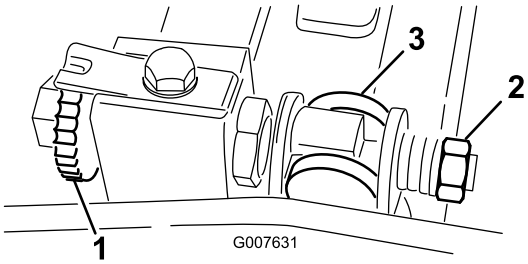

Figur 58
1. Skru justeringsskruen til motstangen mot klokken, til motstålets bakside, vekk fra spolen (Figur 58).
2. Skru ut fjærspenningsmutteren til skiven ikke lenger er strammet mot motstangen (Figur 58).